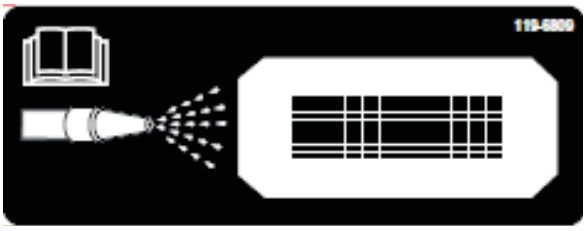
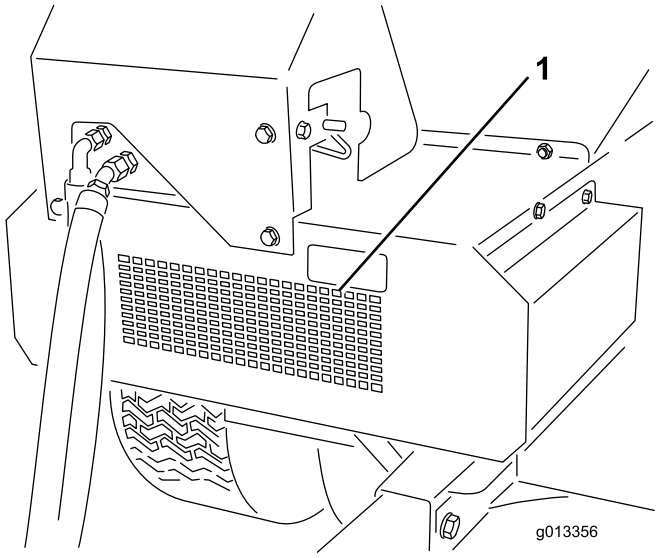

Figur 51
Figur 52
10. Lokalisera rengöringsdekalen på ProPass framsida (Figur 51) och spruta igenom det främre skyddets galler med en trädgårdsslang tills allt material är bortspolat (Figur 52).